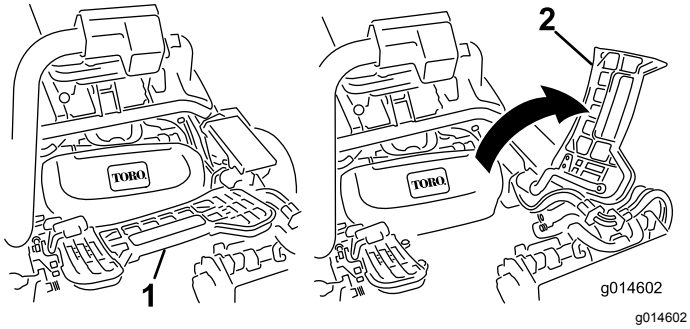

Figur 44
1. Løft opp fothvileren og drei den åpen, slik at man kan komme til midtstillingen til klippeenheten (Figur 44).